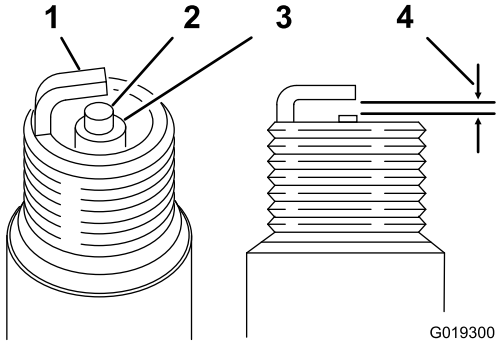

**Rysunek 27**
3. Upewnij się, że szczelina powietrza jest prawidłowa (Rysunek 27).